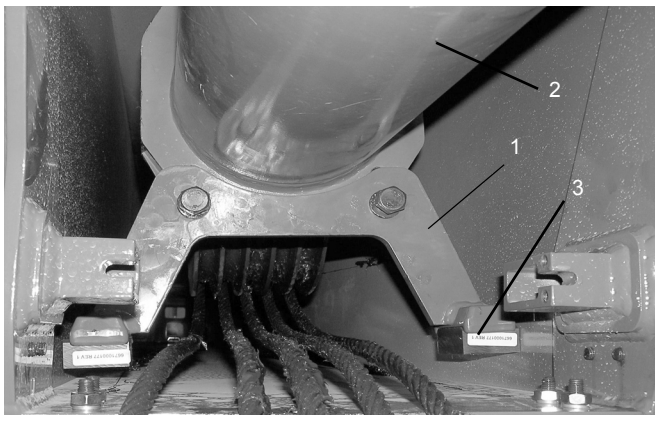

FIGURA 4-40
9. Instale el miembro soldado de la pata del cilindro (Figura 4-40, 1) en el cilindro telescópico (Figura 4-40, 2) usando dos pernos.
10. Baje el cilindro de modo que el miembro soldado de su pata se apoye en las almohadillas de desgaste del soporte (Figura 4-40, 3).